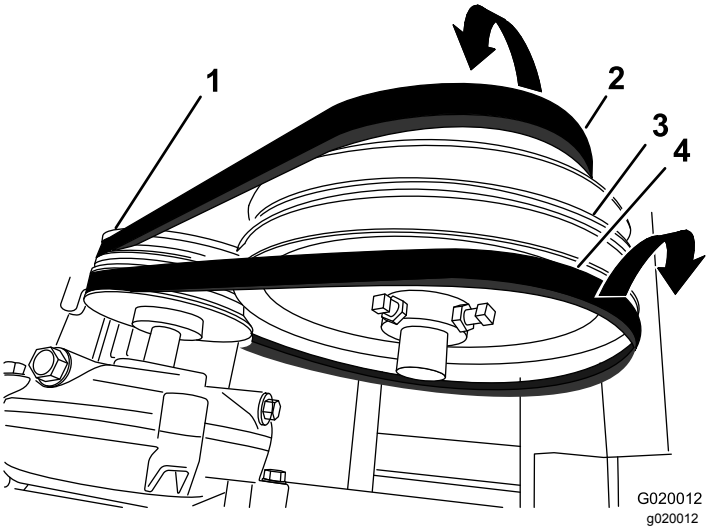

Figure 71
7. Slip the forward belt forward and off the idler pulley (Figure 71).
8. Slip the rear belt rearward and off the idler pulley (Figure 71).